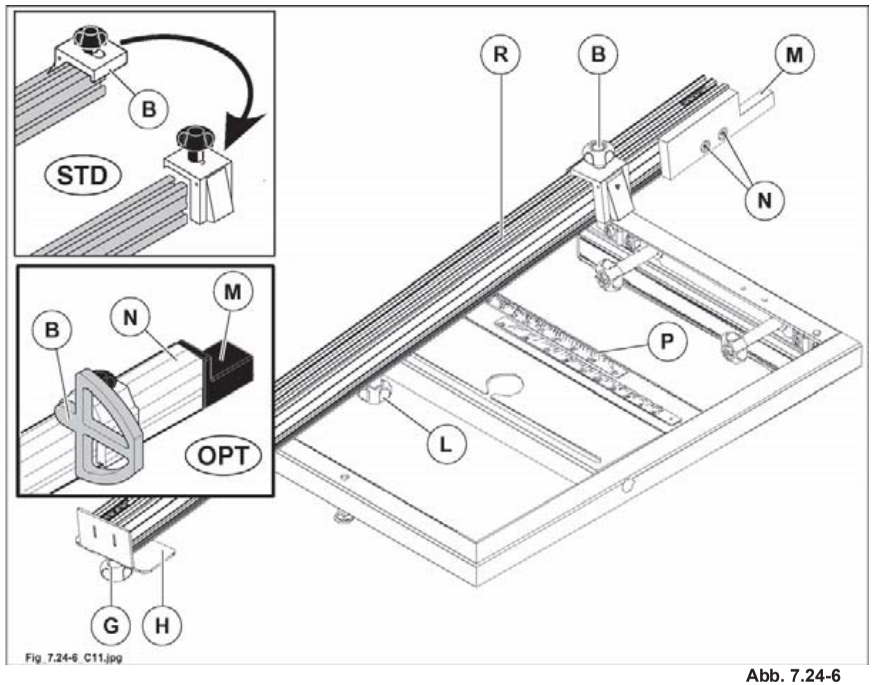

Abb. 7.24-6
- Zu dieser Bearbeitung Kugelgriff (L Abb. 7.24-6) um die Position des Lineals (R Abb. 7.24-6) zu ändern.
- Zum Gebrauch ist die Schiene gemäß den Angaben auf dem Schild (P Abb. 7.24-6) aufzulegen; den Kugelgriff (L Abb. 7.24-6) anziehen.
das Lineal weist einen Teleskopauszug (H Abb. 7.24-6) auf, der falls erforderlich nach dem Lösen des Knaufes (G Abb. 7.24-6) ausgezogen werden kann.
Wenn der Splitterschutz (M Abb. 7.24-6) abgenutzt ist, ist er durch Lockern der Schrauben (N Abb. 7.24-6) an das Sägeblatt heranzuführen.
Das Teleskoplineal wird mit den Anschlägen (B Abb. 7.24-6) geliefert. Diese können schnell für aufliegende oder schiebende Bearbeitungen positioniert werden, indem sie vom Lineal abgezogen und auf der entgegengesetzten Seite montiert werden.
Das Teleskoplineal wird mit den Anschlägen (B Abb. 7.24-6) geliefert. Diese können rasch für Bearbeitungen mit Anlehnen oder mit Schub positioniert werden, indem man sie einfach umdreht.